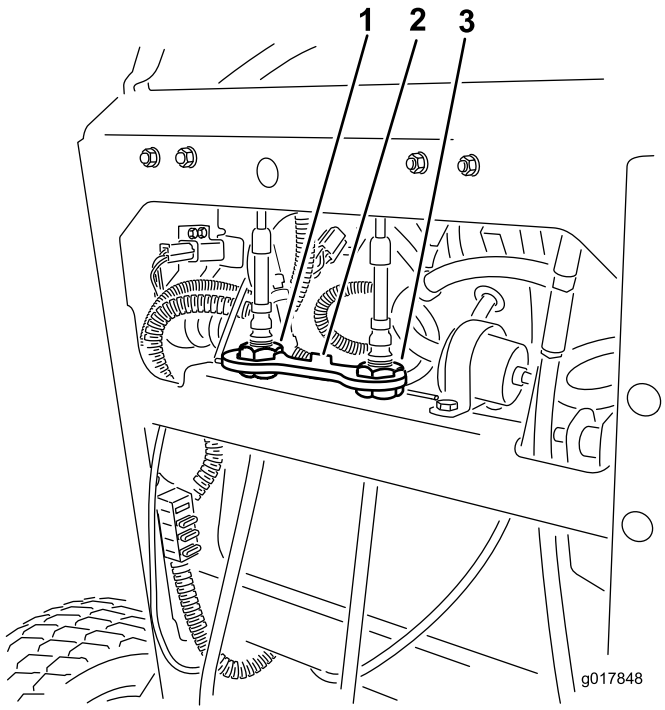

Figur 56
4. Vrid den högra kabeljusteringen för att centrera det högra rörelsereglaget i det neutrala låslägesspåret på instrumentpanelen (Figur 56).